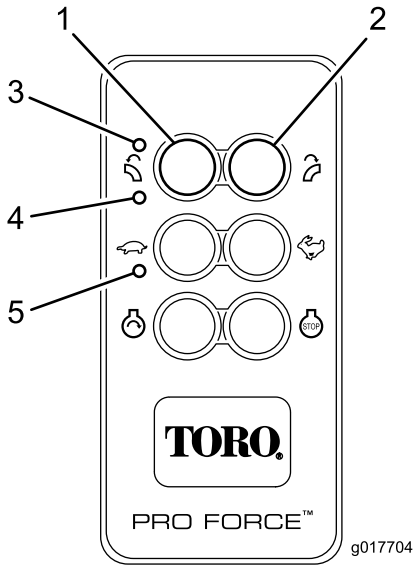

Figur 13
Fjernbetjeningen aktiveres (tændes), når der trykkes på en knap. Når lysdioderne TX og RX blinker, er fjernbetjeningen aktiv og kommunikerer med basisenheden. For at spare batteristrøm forbliver fjernbetjeningen aktiv i cirka tre (3) sekunder, før den automatisk lukker ned, medmindre en knap aktiveres inden for tidsgrænsen på tre sekunder. Når tiden udløber, og enheden lukker ned, stopper al aktivitet på kontroldioderne (Figur 13). Når der trykkes på en relevant knap, aktiveres fjernbetjeningen igen.